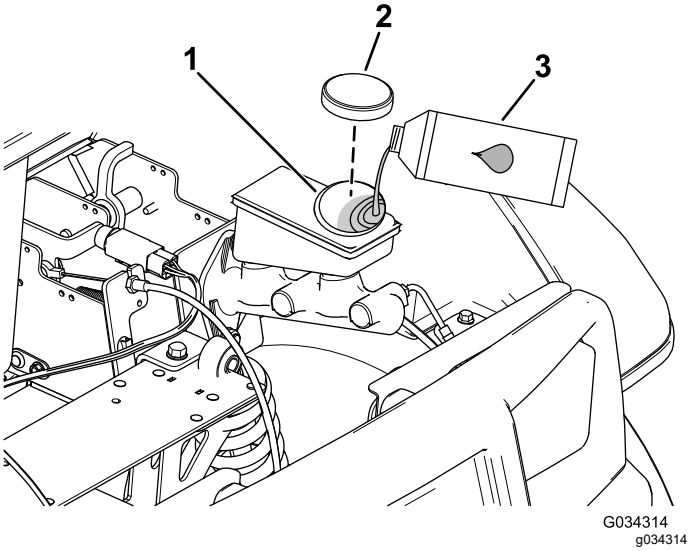

Figuur 65
4. Open de motorkap om toegang te krijgen tot de hoofdremcilinder en het reservoir (Figuur 65).
A. Reinig de omgeving van de reservoirdop en verwijder de dop (Figuur 65).
C. Plaats de dop weer op het reservoir (Figuur 65).